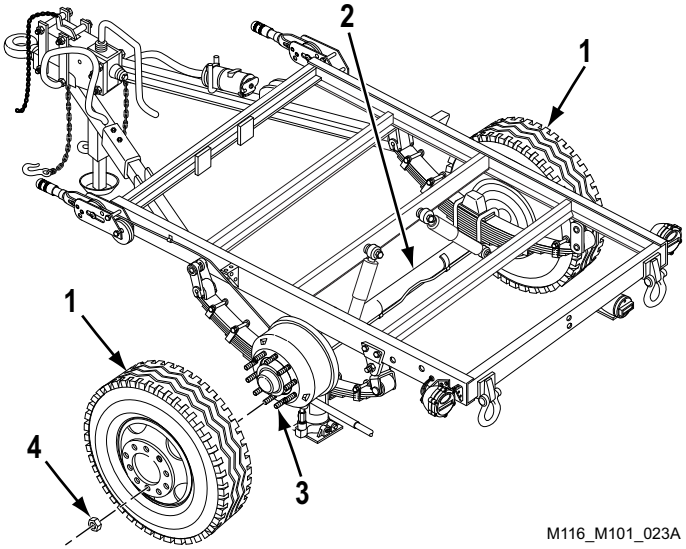

Figure 2. Wheel Assembly Replacement.
2. Loosen eight nuts (Figure 2, Item 4) on wheel assembly (Figure 2, Item 1).
3. Raise and support axle (Figure 2, Item 2) on side where wheel assembly (Figure 2, Item 1) is being removed.
4. Remove eight nuts (Figure 2, Item 4) from wheel assembly (Figure 2, Item 1). Remove wheel assembly (Figure 2, Item 1) from shoulder bolts (Figure 2, Item 3).
1. Install wheel assembly (Figure 2, Item 1) on shoulder bolts (Figure 2, Item 3).
2. Install eight nuts (Figure 2, Item 4) on wheel assembly (Figure 2, Item 1) and tighten alternately and evenly.
3. Remove support from axle (Figure 2, Item 2) and lower wheel assembly (Figure 2, Item 1) to the ground.